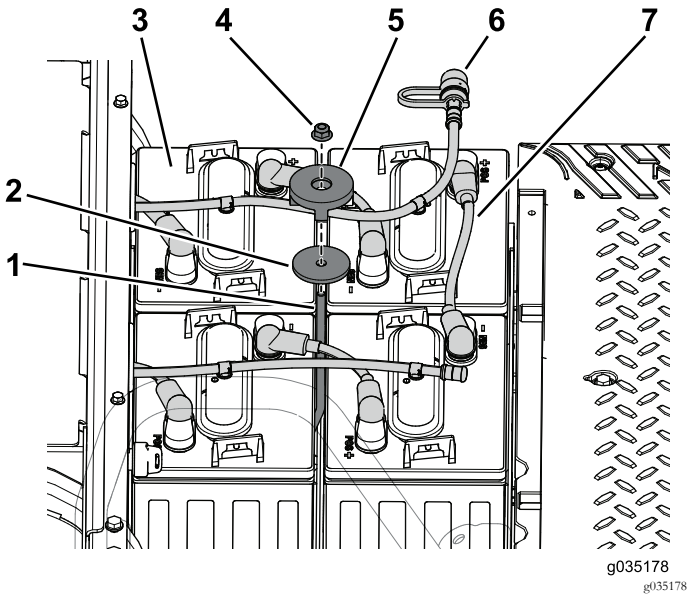

Bild 97
1. Setzen Sie die vier Batterien in das vordere Batteriefach ein (Bild 97).
2. Befestigen Sie die Batterien mit der Befestigungsstange, der Scheibe, der Befestigungsplatte und Sicherungsmutter am Batteriefach (Bild 97).
3. Schließen Sie die Batteriekabel am Pluspol (+) der Batterien an (Bild 97).
6. Befestigen Sie des Wasserschlauchs an den Batterien (Bild 97).